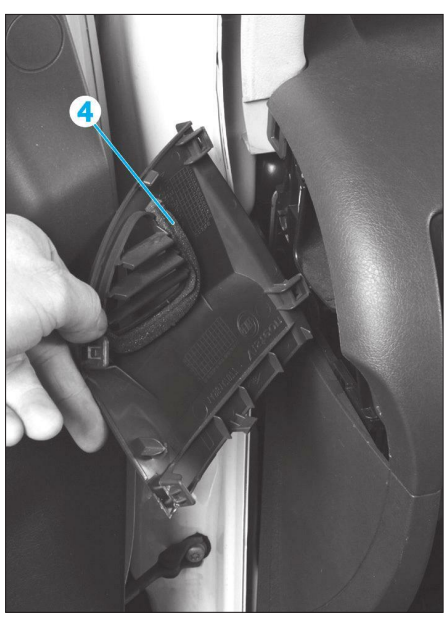

**Fig. 10**
• Dégrafer le cache latéral gauche (4) de la planche de bord **(Fig.10)**.